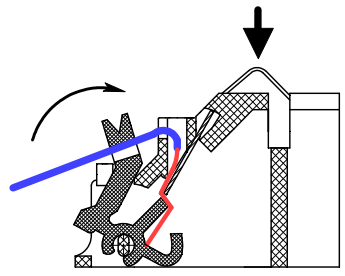

Рисунок 4
– ввести в канал провод и зафиксировать его, поджав кнопку-зажим до упора (рисунок 4);
– проверить надежность соединения, для чего необходимо надавить на изгиб контакта, имитируя нажим извещателем (рисунок 4) и потянуть провод на себя;
– завести провод в паз, расположенный на кнопке-зажиме (рисунок 4).